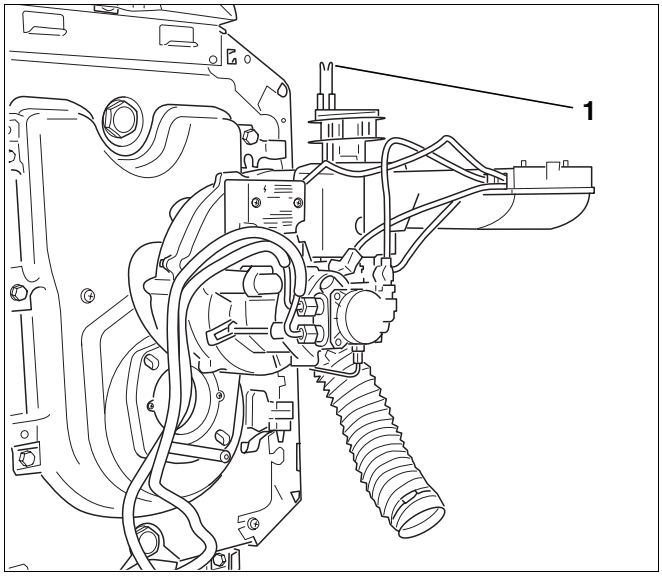

Abb. 33 Brenner in Serviceposition aufstecken
- Brenner in Serviceposition (Abb. 33) aufstecken.
Die Zündelektroden (Abb. 33, **Pos. 1**) müssen frei von Ablagerungen sein.